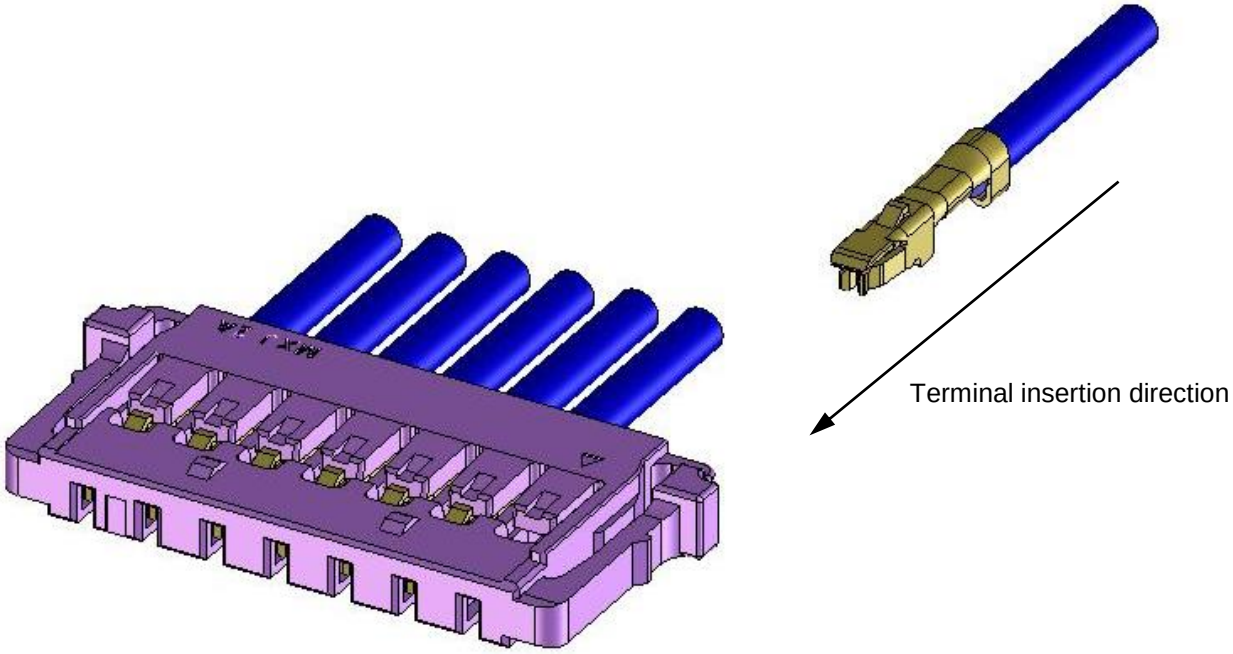

Fig. 6-1
③ Picking with terminal lance part toward center of receptacle housing, please insert terminal slowly and straightly till the tip of terminal touch housing (with force of around 1.6～2.4N).（**Fig.6-1**）